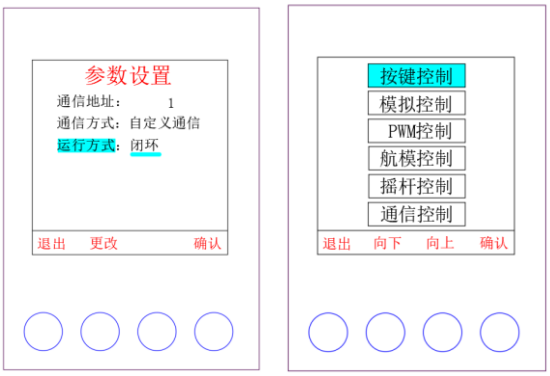

图 6.2 按键闭环控制的运行模式和控制方式选择界面
- 运行模式可通过按键操作进入参数设置界面进行切换。如图 6.2。
- 控制方式可通过按键操作进入模式选择界面进行切换。如图 6.2。